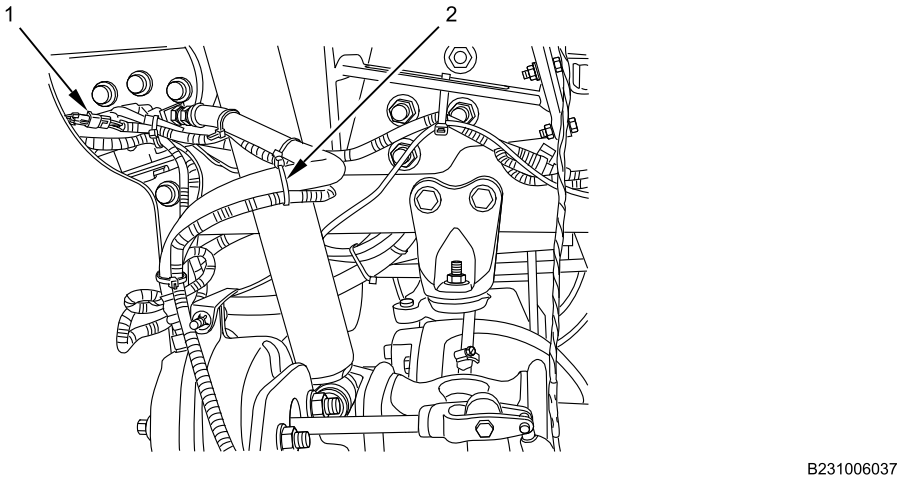

Figure 17. Right ABS Sensor Connected.
9. Connect ABS sensor electrical connector (Figure 17, Item 1) and install new cable lock straps (Figure 17, Item 2) as necessary.